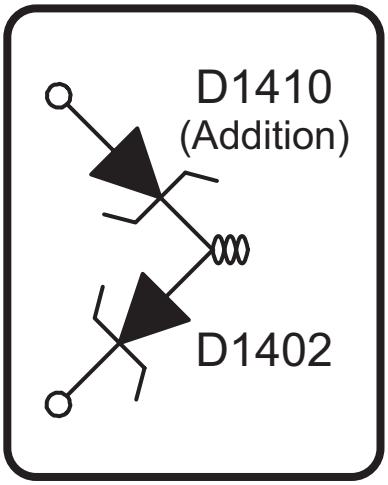

Fig.1
- Please assemble D1402 and D1410, then insert to the location of D1402.(Fig.1)